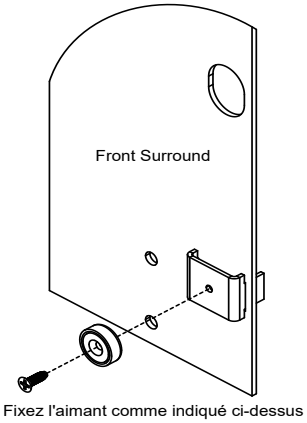

Figure 22.2
5. Fixez les aimants aux supports. L'aimant faisant face avant **(Figure 22.2)**.